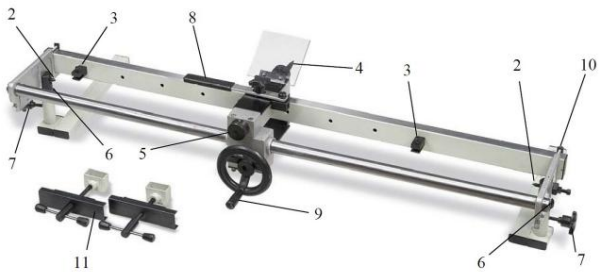

Fig. 1 : Fonction de copie
Fixez (11, Fig. 1) au bâti de la machine (Fig. 2), alignez parallèlement et serrez.
Étape 1 : Placez la pièce à copier entre le Serrez les pointes (2, fig. 1). Assurez-vous d'avoir une prise ferme et sécurisée. De plus, un tableau avec le formulaire de copie peut être fixé sur les supports de pochoirs (3).
Étape 2 : Le diamètre de tournage est ajusté avec précision en ajustant le couteau tournant (4). Pour ce faire, desserrez la douille de serrage et positionnez le couteau tournant à la longueur souhaitée.
Étape 3 : Pour obtenir la bonne hauteur du couteau de tour Pour régler le réglage, les vis de réglage (6) doivent être vissées et dévissées. Le couteau tournant doit être juste en dessous du centre du tournage (environ 1 mm). Pour déterminer la hauteur, déplacez le couteau tournant jusqu'au centre de la contre-pointe ou au centre de la broche. Serrez ensuite les poignées rotatives (7) pour fixer la hauteur réglée.
Étape 4 : Réglez la force de précharge du ressort avec la molette de réglage (5).
Étape 6 : Pendant le tournage du bois, le stylo à copier doit reposez-vous toujours sur le formulaire de copie. Guidez le couteau tournant en même temps que le levier (8). L'alimentation s'effectue via le volant (9).